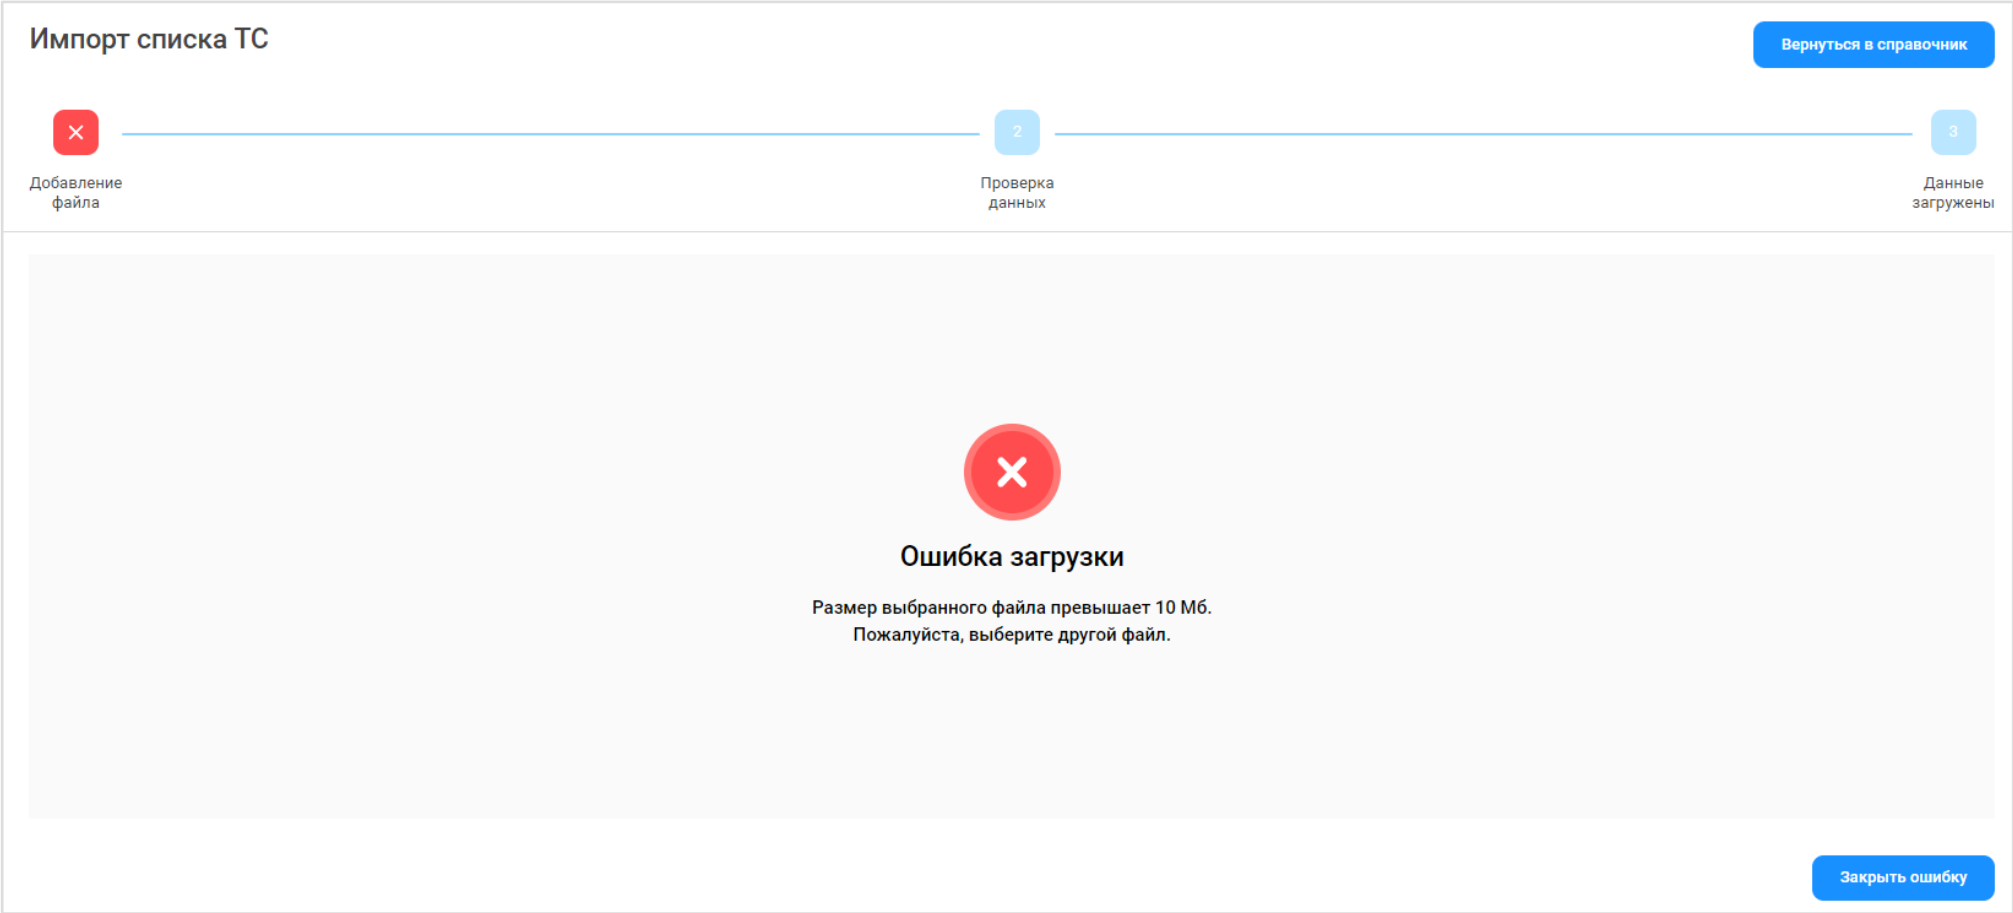

Рисунок 47 - Превышение размера загружаемого файла
– Ошибка загрузки о превышении размера загружаемого файла (Рисунок 47 - Превышение размера загружаемого файла). В случае появления данной ошибки, необходимо нажать кнопку «Закрыть ошибку» и повторно выбрать файл загрузки, при этом необходимо, чтобы размер загружаемого файла был менее 10 Мб.